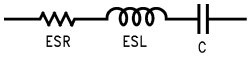

**Figure 11-1. Simple Model of a Real Capacitor**
**CAPACITOR EQUIVALENT SERIES RESISTANCE (ESR)** The purely resistive component of a real capacitor's impedance (see Figure 11-1). It causes power loss resulting in capacitor heating, which directly affects the capacitor's operating lifetime. When used as a switching regulator output filter, higher ESR values result in higher output ripple voltages.
**EQUIVALENT SERIES INDUCTANCE (ESL)** The pure inductance component of a capacitor (see Figure 11-1). The amount of inductance is determined to a large extent on the capacitor's construction. In a buck regulator, this unwanted inductance causes voltage spikes to appear on the output.